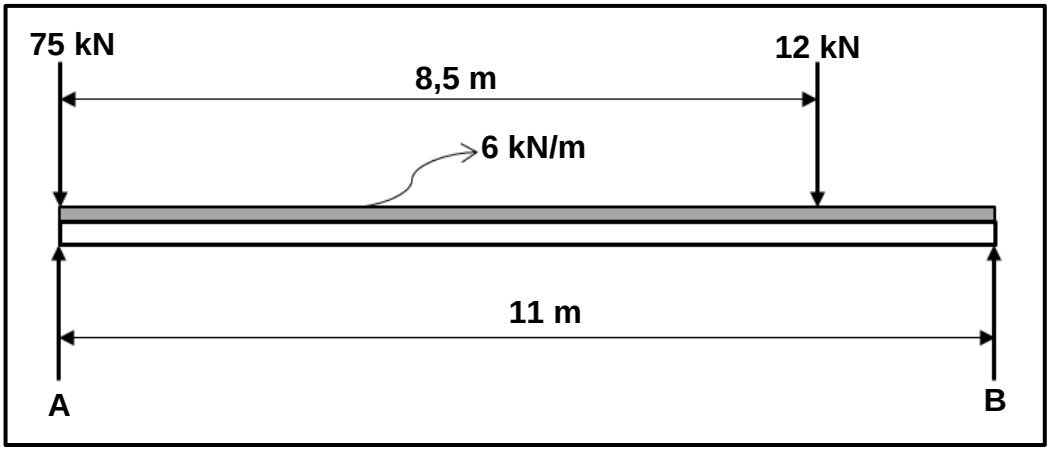

FIGUUR 8.2
8.2 FIGUUR 8.2 hieronder toon 'n balk wat deur twee vertikale stutte, **A** en **B**, ondersteun word. Twee vertikale puntlaste en 'n eenvormig verspreide las van 6 kN/m word op die balk uitgeoefen.